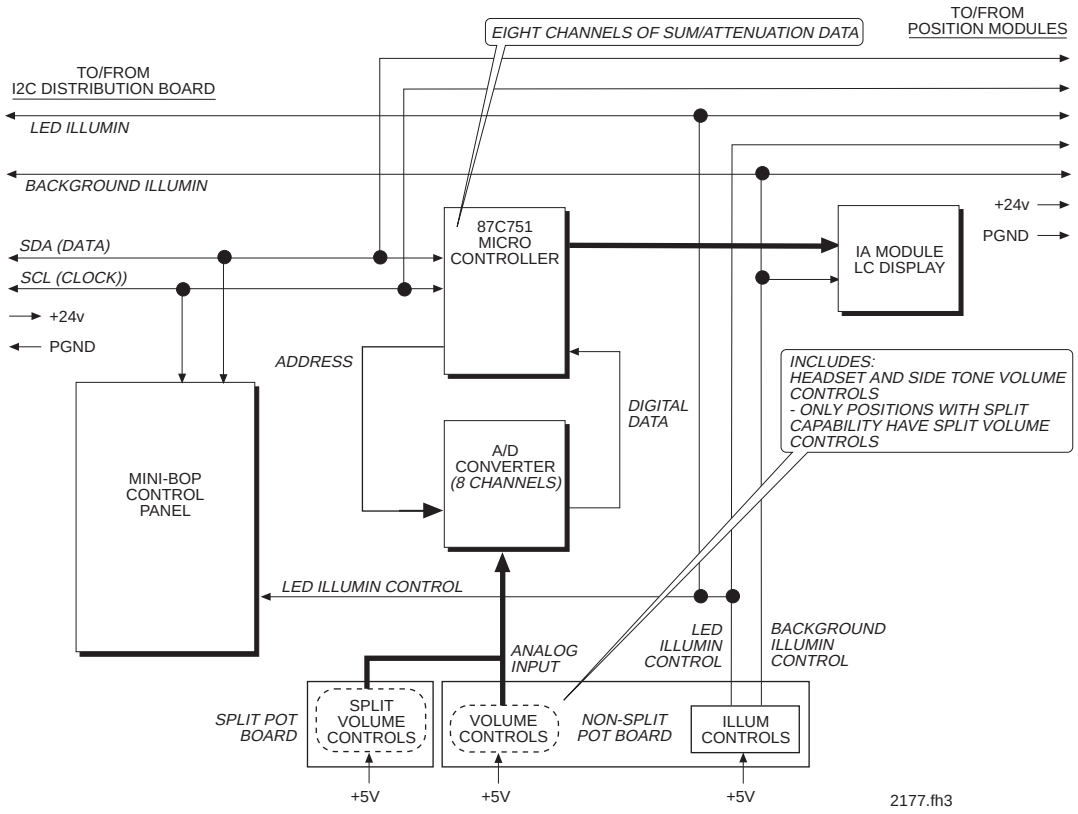

***Figure 5-78. Mini-BOP Functional Block Diagram***
**Figure 5-78** illustrates the functional block diagram.